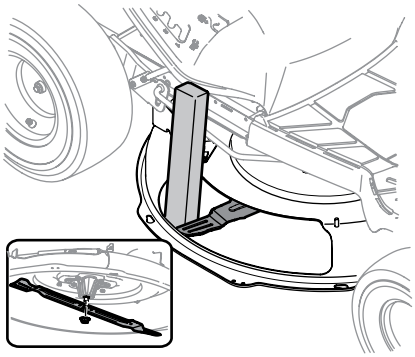

Figura 4-14
2. Use un bloque de madera de 2 x 4, insértelo dentro de la abertura de la plataforma y haga girar la cuchilla hasta que la madera haga cuña entre la abertura de la plataforma y la cuchilla de corte, como se indica en la Figura 4-14.
3. Extraiga la tuerca de brida hexagonal que asegura la cuchilla al montaje del husillo. Vea el recuadro de la Figura 4-14.